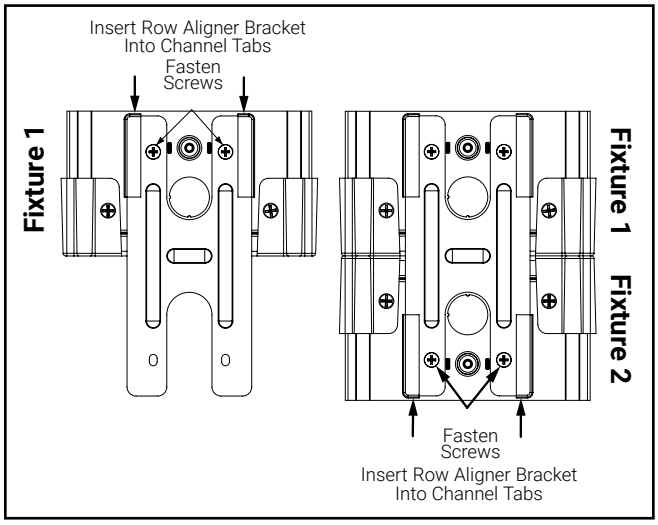

Figure 11.
1. Flip luminaire upside down. Insert row aligner bracket into tabs on bottom of the channel. Fasten screws (Figure 11).
2. Attach second luminaire to row aligner bracket and fasten screws (Figure 11).